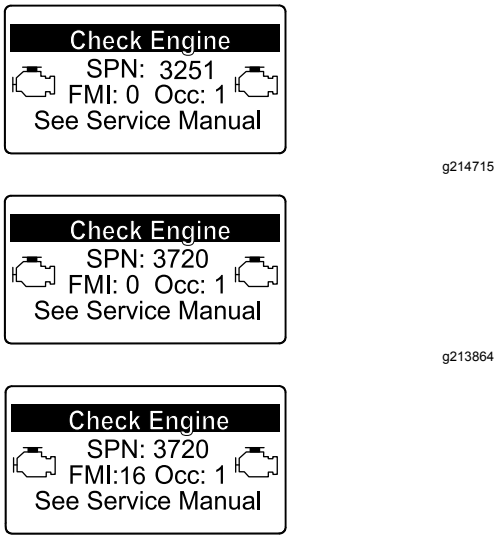

Figur 78
- Om motorfel CHECK ENGINE SPN 3251 FMI 0 (Kontrollera motor), CHECK ENGINE SPN 3720 FMI 0 (Kontrollera motor) eller CHECK ENGINE SPN 3720 FMI 16 (Kontrollera motor) visas i InfoCenter (Figur 78) ska du rengöra sotfiltret genom att följa stegen nedan: